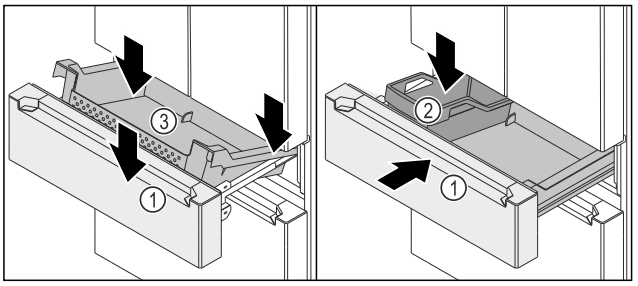

Fig. 151
- ❑ Căruciorul de extragere *Fig. 151 (1)* este extras.
- ▶ Așezați recipientul *Fig. 151 (3)* în spate pe șinele dreapta și stânga.
- ▶ Coborâți recipientul *Fig. 151 (3)* în față, astfel încât recipientul *Fig. 151 (3)* să cuprindă șinele dreapta și stânga.
- ▶ Introduceți FlexBox *Fig. 151 (2)*.
- ▶ Împingeți în interior căruciorul de extragere *Fig. 151 (1)*.